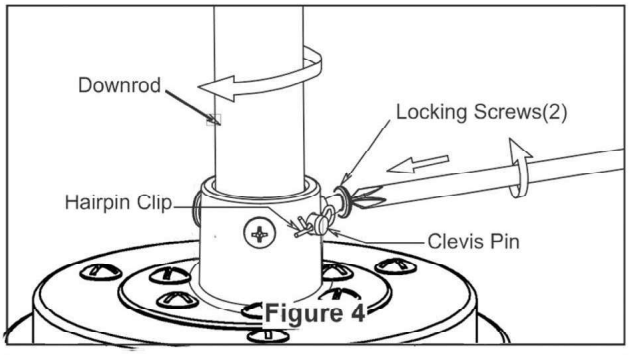

Figure 4
1. Thread the downrod into the downrod support on top of the motor. Insert the clevis pin, ensuring the holes in the downrod support align with those in the downrod. Secure the pin withthe hairpin clip.Tighten the two set screws in the downrod support.(Figure 4)